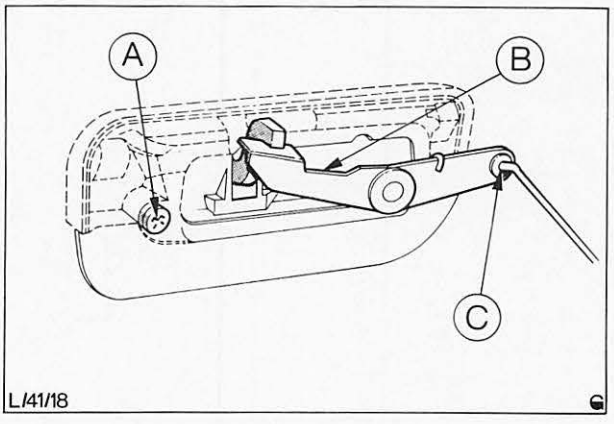

Abb. 38 Einzelteile – Türaußengriff
3. Vor dem Anbauen des Türgriffs sicherstellen, daß die Auflageflächen zwischen Betätigungshebel und Griff ausreichend eingefettet sind. Türaußengriff einsetzen, ausrichten und Schrauben montieren. Verbindungsstange in die Büchse einhängen und mit Halteklammer sichern, Abb. 38.